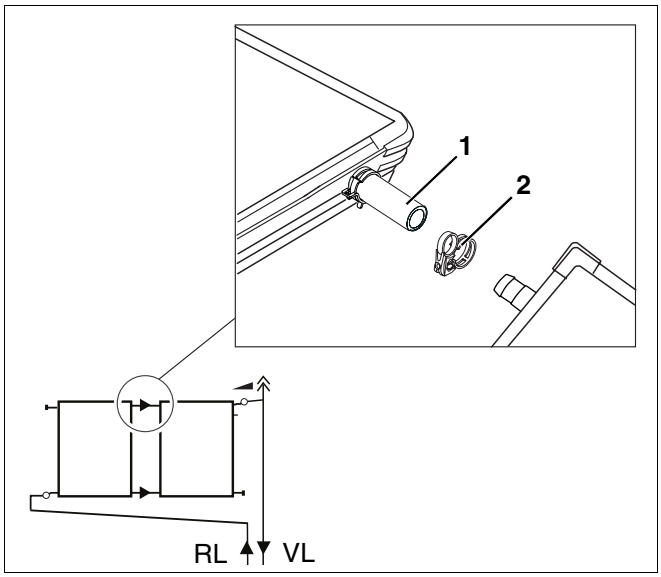

Afb. 46 Veerklemringen over de slang trekken
De veerklemring is (afb. 46, **pos. 2**) met een rubberen band aan de slang (afb. 46, **pos. 1**) bevestigd.
- Vooraleer de volgende collector geplaatst wordt, moeten eerst de veerklemringen (afb. 46, **pos. 2**) over de voorgemonteerde slangen getrokken worden (afb. 46, **pos. 1**).
Let erop, dat de tweede veerklemring (afb. 46, **pos. 2**) op de slang zit.